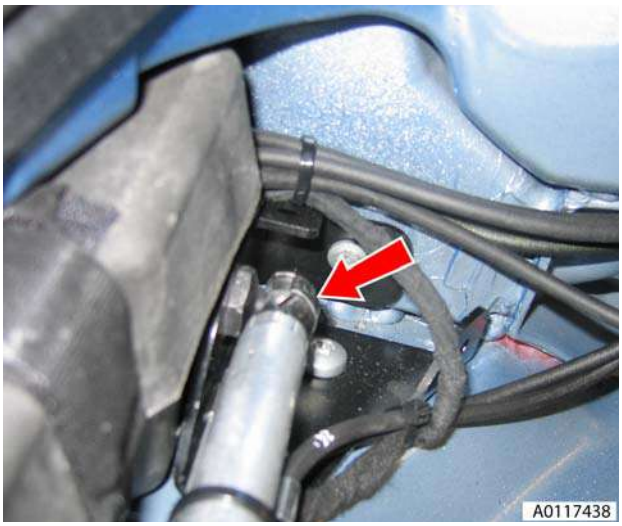

Figure 3
4. Release cylinder lower retaining clip and disconnect tonneau cylinder from body (see Figure 3).